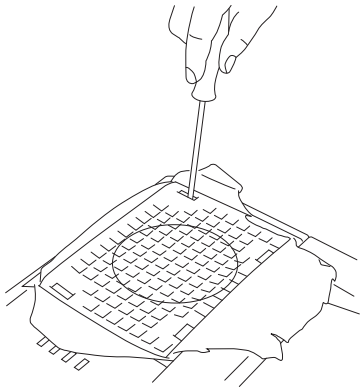

Fig.6
Tear the saran net. Release the four (4) claws marked [A] of the SP grille by pushing them with the slotted screwdriver to inward. Remove the SP grille. (Fig.6)